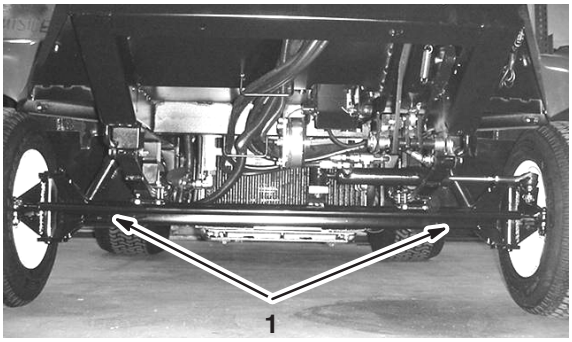

Figur 19
2. Fastgør et slæbetov på stellet. Se de forreste og bageste bugseringspunkter i figur 19 og 20.